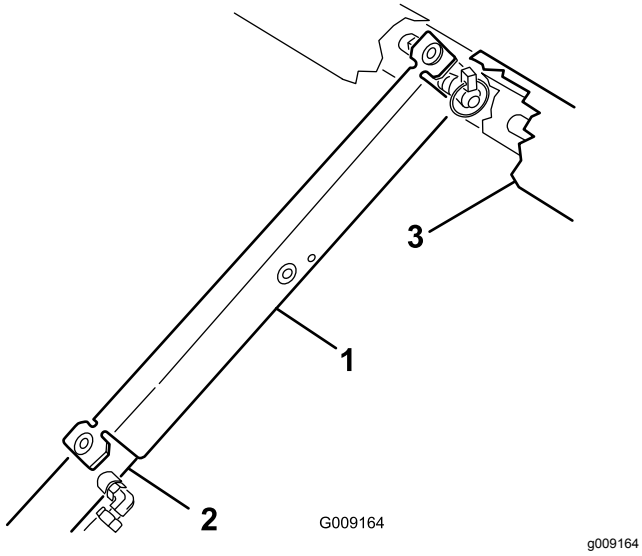

**Figur 13**
3. Skyv støttepilaren for lasteplanet på sylinderstangen. Påse at pilarendene hviler på enden av sylinderløpet og sylinderstangen (Figur 13).